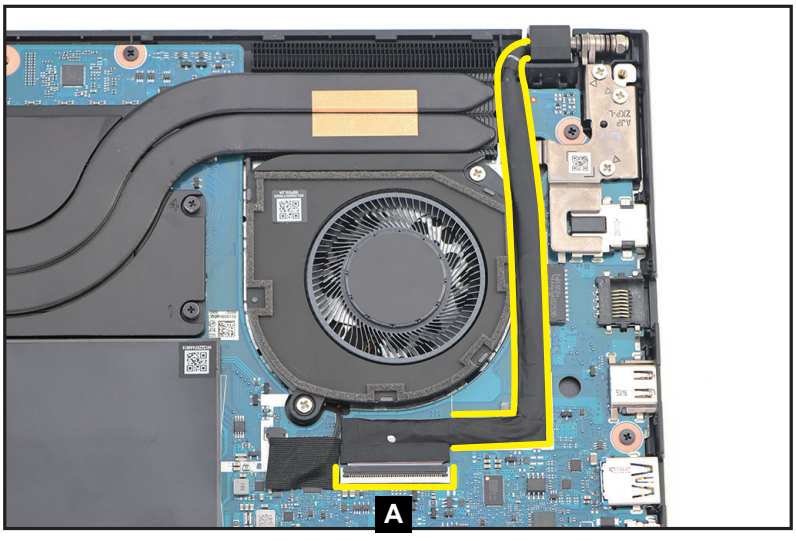

Figure 1-28. LCD Module Removal
1. Disconnect the LCD cable from the mainboard connector (A). Then detach and unroute the cable from the cable guides as shown in Figure 1-28.